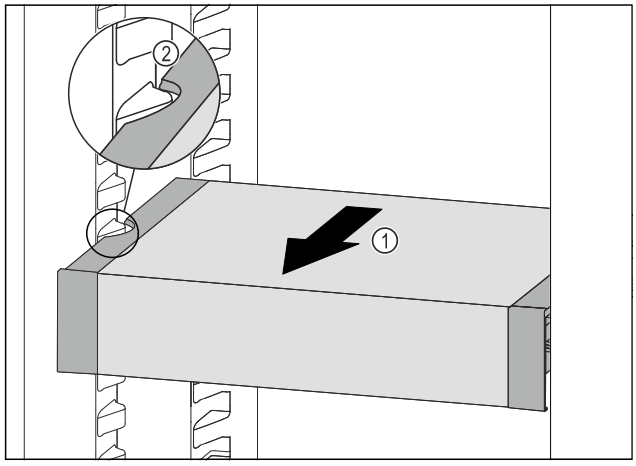

Fig. 113
▶ Trageți în față VarioSafe *Fig. 113 (1)*, până când degajările laterale ale VarioSafe se află la înălțimea nervurii recipientului din frigider. *Fig. 113 (2)*